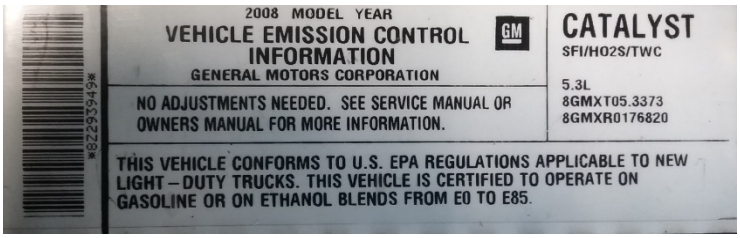

Figure 7 –Under Hood Label
- Check the **under-hood label**, (see Figure 7). Since the 1972 model year, federal law requires every new vehicle to be equipped with a permanent label within the engine compartment. The label should contain the following information:
- Engine size in cubic inches (CI), cubic liters (L), or cubic centimeters (CC);